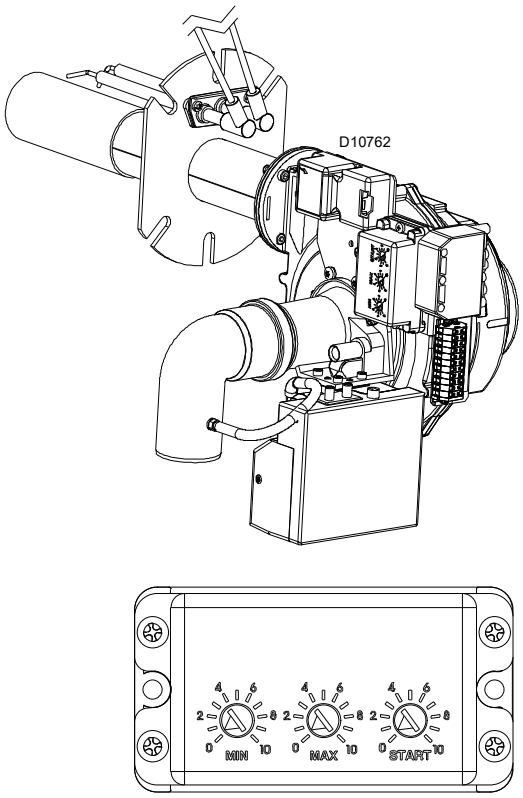

Fig. 11
- ➤ Verificare le impostazioni dei trimmers posti sul controllo fiamma (Fig. 11).
La velocità del motore si può regolare agendo su tre “Trimmers” (Fig. 11).
La potenza massima dovrà corrispondere a quella richiesta dalla caldaia utilizzata. Per aumentare o diminuire il suo valore agire sul trimmer MAX posto sul controllo fiamma (Fig. 11).
La potenza minima dovrà corrispondere a quella richiesta dalla caldaia utilizzata. Per aumentare o diminuire il suo valore agire sul trimmer MIN posto sul controllo fiamma (Fig. 11).
La potenza di accensione può essere variata agendo sul trimmer START posto sul controllo fiamma (Fig. 11 a pag. 17).